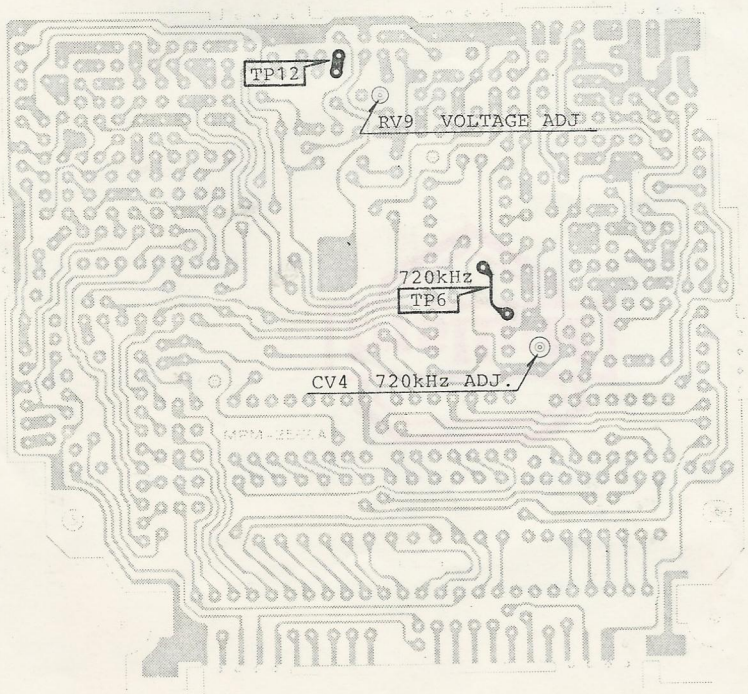

Fig. 23 (C33134131)
(1) Connections a. Frequency counter (Resolution 1 Hz)·····Connect the TP 6
(2) Alignment (Refer to Fig. 23)